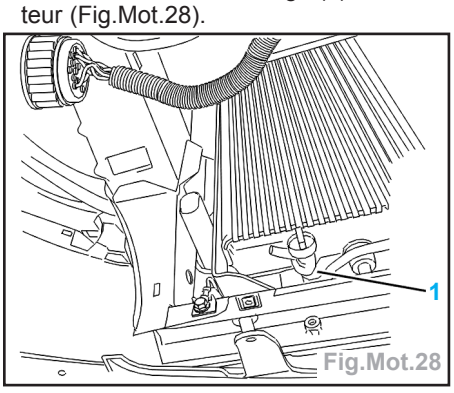

Fig.Mot.28
- Desserrer la vis de vidange (1) du radiateur (Fig.Mot.28).